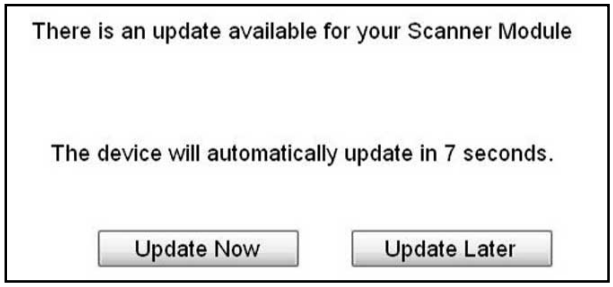

Figure 5-9 *Scan Module update available message*
Scan Module firmware updates (when available) are delivered with diagnostic software updates/ upgrades. Upon starting the Scanner function, initially after a software update or upgrade has been installed, a message may be displayed to inform you an update is available (Figure 5-9).
5. Select **OK** when the update available message displays (Figure 5-9).